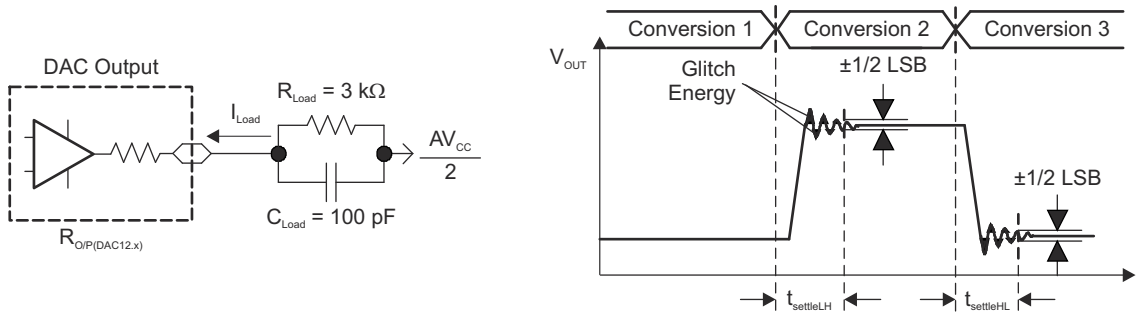
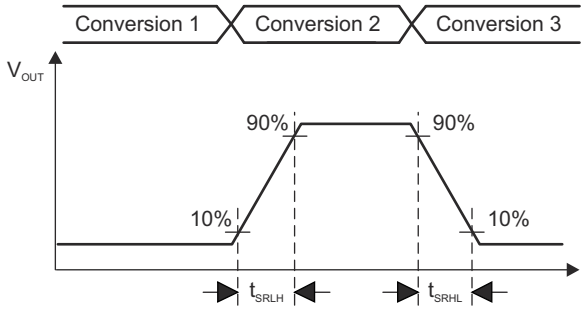

Figure 8-19. Settling Time and Glitch Energy Testing
Figure 8-20. Slew Rate Testing
$V_{REF} = V_{CC}$, DAC12IR = 1 (see Figure 8-19 and Figure 8-20), over recommended ranges of supply voltage and operating free-air temperature (unless otherwise noted)
(1) R_{Load} and C_{Load} connected to AV_{SS} (not $AV_{CC}/2$) in Figure 8-19.
(2) Slew rate applies to output voltage steps ≥ 200 mV.